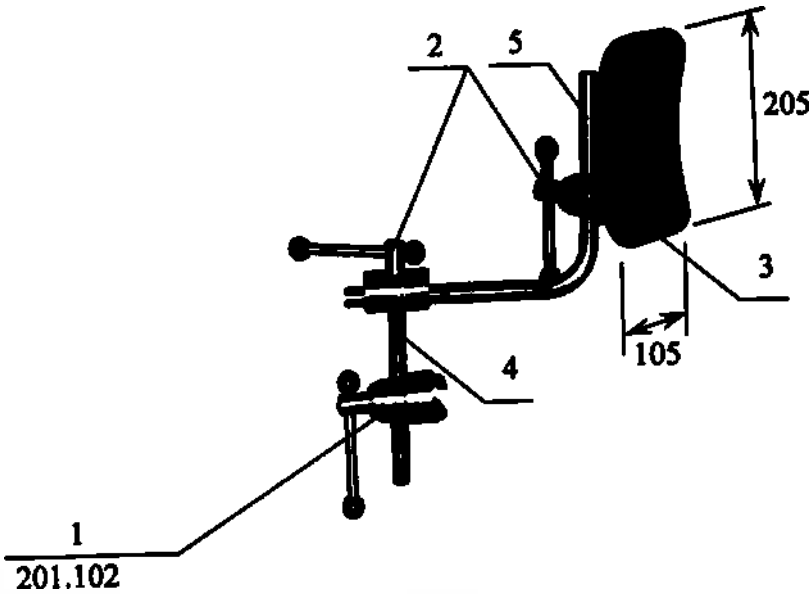

Рисунок 7. Упор боковой.
7. Боковой упор. Рисунок 7. Профилированная подушка 105x205 (мм) из литого нополиуретана 3 с нержавеющей Z-образной стойкой и крепежными элементами для тановки на направляющую рейку стола. Укомплектован зажимом 201.102. Регулируется ложение вдоль панели стола, по высоте, глубине и поворачивается вокруг двух вертикальных ей Z-образной стойки.